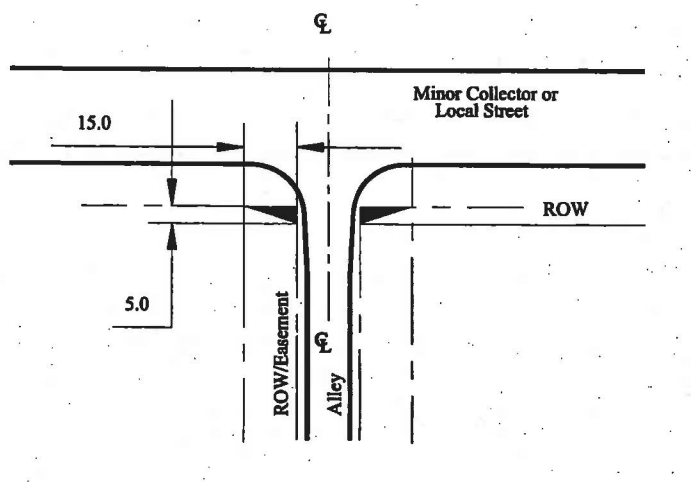

FIGURE 11.15: Corner Visibility Triangle for an Alley
2. Where alleys intersect public streets, the corner visibility triangle is measured as fifteen feet (15') along the residential street ROW and five feet (5') along the alley ROW from the point of intersection. These two points are then connected with an imaginary line to form the corner visibility triangle as shown in Figure 11.15. The alley corner visibility triangle shall be dedicated as ROW.